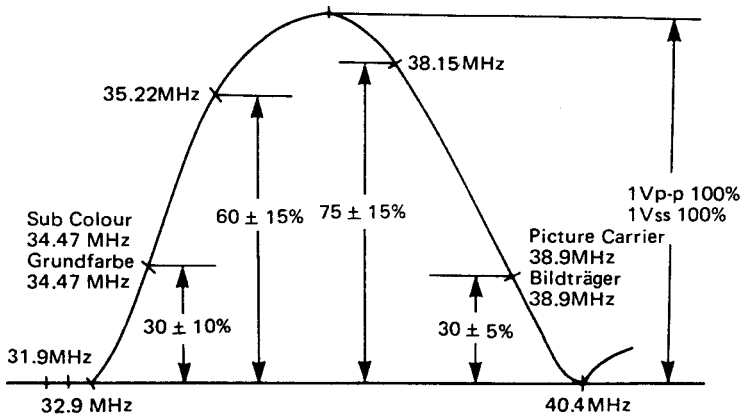

Fig. 15 Abb. 15
7. Adjust Helical transformer and convertor of tuner to achieve a waveform as in fig. 15.
7. Den Spiraltransformator und den Konverter des Tuners auf eine Wellenform abgleichen, wie in Abb. 15 gezeigt.